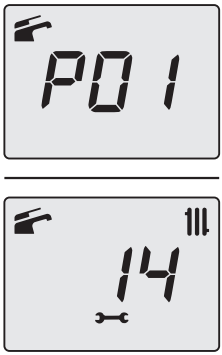

Figure 9.31
- Press the 14 key for 1 second (Figure 9.27) to enter the selected parameter. The display will show the following (**13**=M300V.2025 SM or **15**=M300V.3035 SM) (Figure 9.31).